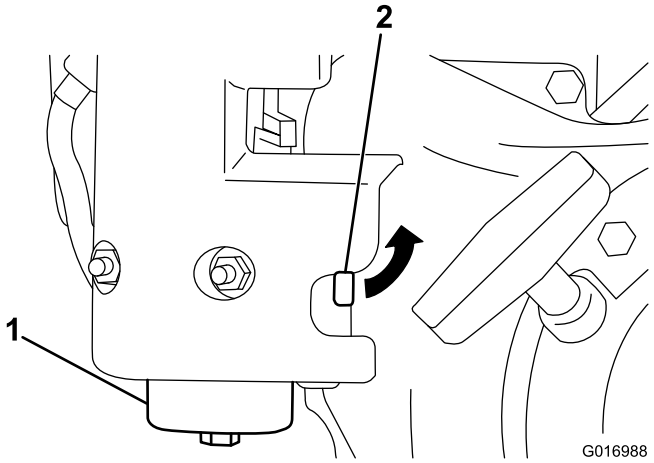

Figura 32
1. Feche a válvula de bloqueio do combustível e desaperte o depósito do corpo do filtro (Figura 32).